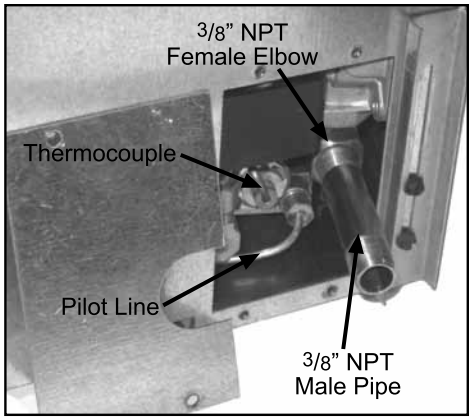

Figure 50: ⅜" NPT female elbow.
• A ⅜" NPT male pipe will have to be turned into the ⅜" NPT female elbow at the lower right side rear of this fireplace (see Figure 50). Consult the local authorities for local codes or use the CAN/CGA B149 (1 or 2) installation code in Canada. In the US, gas installations follow either local codes or the current edition of the National Fuel Gas Code ANSI Z223.1.